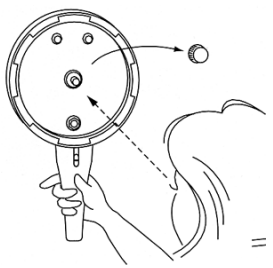
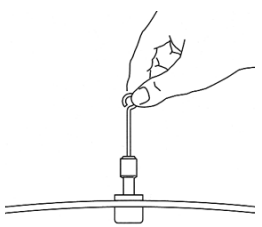

FIG.1
FIG.1a
3. Una vez revisada, coloque de nuevo el filtro de la chimenea en su sitio mediante una leve presión. *(FIG. 1 y FIG. 1a)*